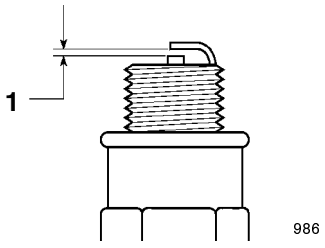

Figure 24
5. Set the gap on the new plug to 0.020 in. (0.50 mm) (Fig. 24).